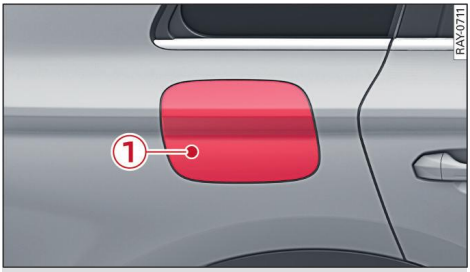

Fig. 72 Rear right side of vehicle: Opening charging flap
- To open the charging flap, press on area (1) on the charging flap ⇨ *Fig. 72*.